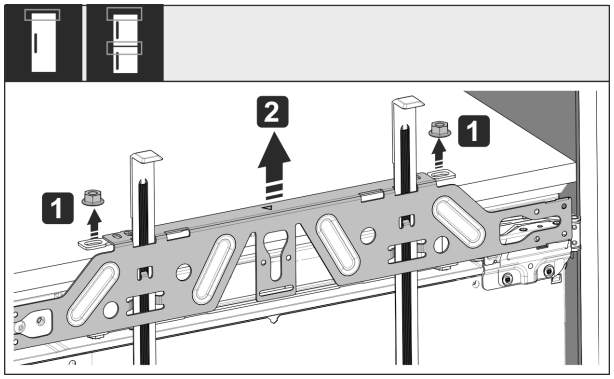

*Fig. 58*
- ▶ Kontermuttern *Fig. 58 (1)* lösen.
- ▶ Befestigungstraverse *Fig. 58 (2)* abnehmen.